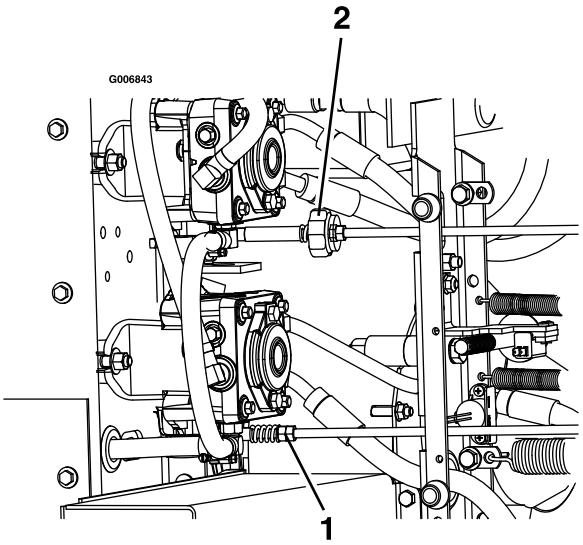

Figuur 63
9. Instellen van de NEUTRAAL-stand: stel de verbindingen in de linker en rechter pompregelstangen (die de besturing verbinden met de regelarmen van de pompen) bij totdat de wielen stoppen, of langzaam achteruit kruipen (Figuur 63).
11. Stel de rechter verbinding in door de dubbele moeren met een sleutel te verdraaien (Figuur 63).